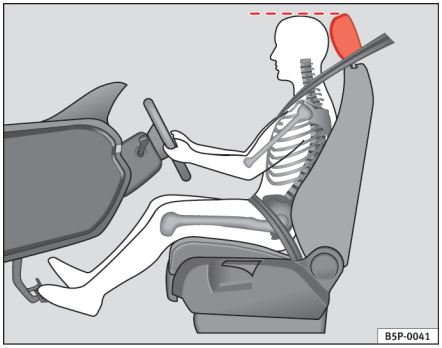

Fig. 2 Sådan sidder førerens hovedstøtte korrekt.
– Indstil hovedstøtterne således, at hovedstøttens øverste kant er på højde med den øverste del af dit hoved ⇒ fig. 2.